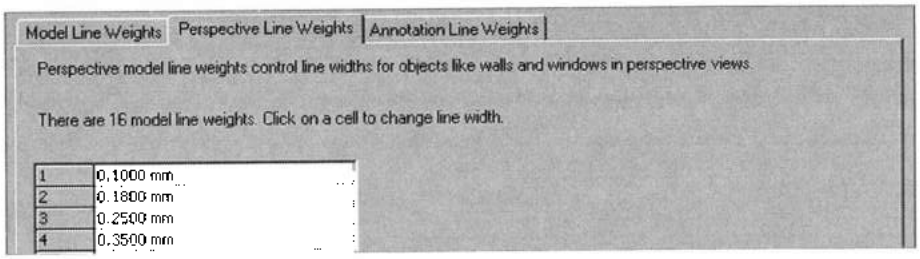

Рис. 3.15. *Настройка весов линий в перспективном виде*
- **Perspective Line Weighs** (Веса перспективных линий) (рис. 3.15) – задается толщина линий компонентов модели на видах в перспективе.